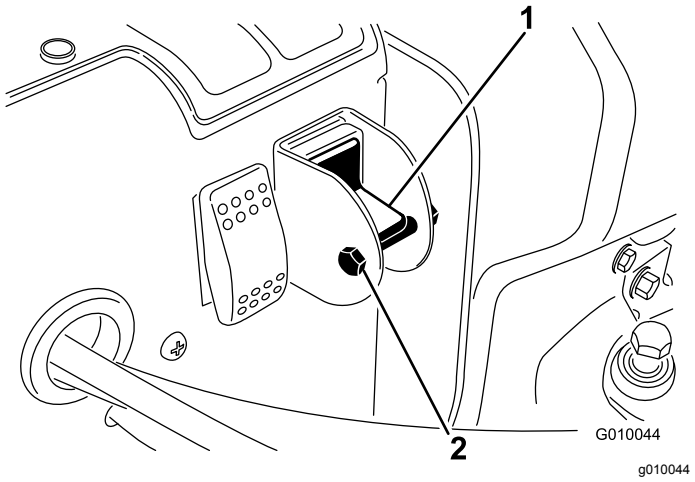

Figur 30
4. Fjern låsebolten og møtrikken fra omkobleren (Figur 30).